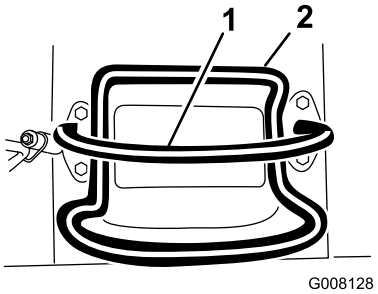
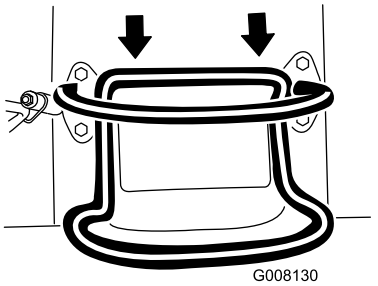

Bild 6
Bild 8
- Bewegen Sie den Fahrantriebshebel nach hinten, um rückwärts zu fahren (Bild 8). **Schauen Sie beim Rückwärtsfahren nach hinten und achten Sie auf Hindernisse, fassen Sie den Anschlagbügel mit den Händen an (Bild 6).**
- Lassen Sie zum Anhalten den Fahrantriebshebel los (Bild 6).